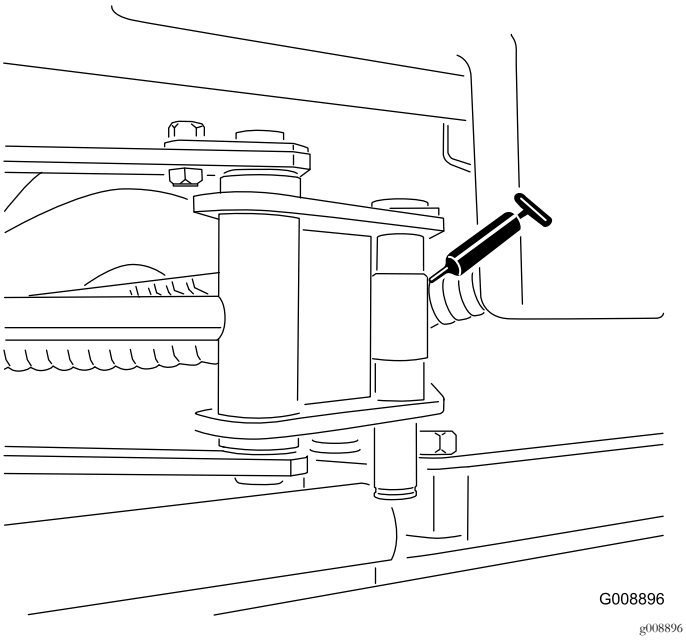

Figur 52
- Sylinderender på siden (2: kun modell 03171) (Figur 52)